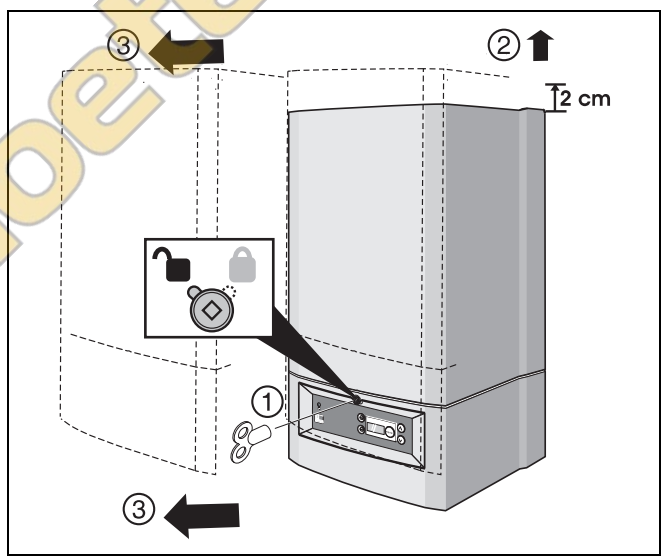

Рис. 42 Снимите кожух
- Снимите кожух котла (→ рис. 42).